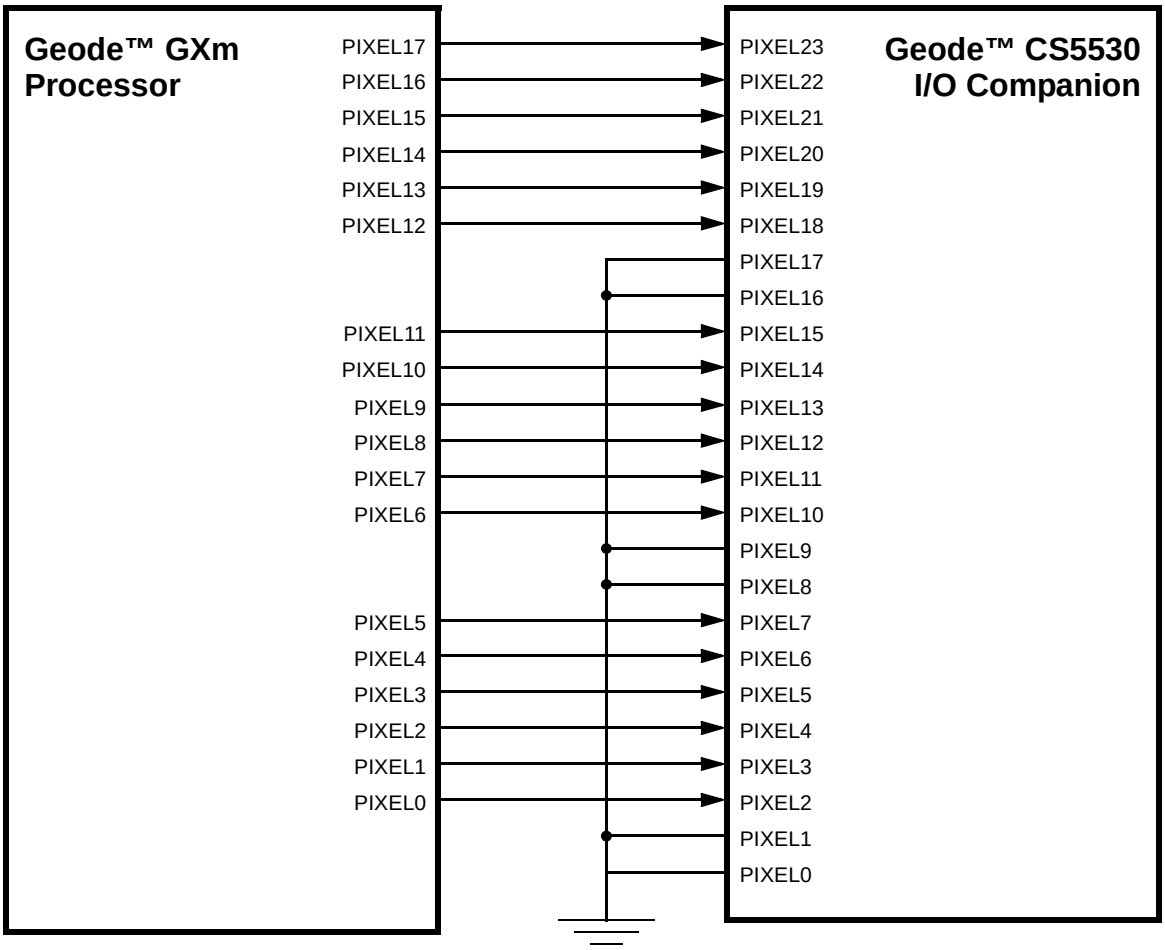

**Figure 2-5. PIXEL Signal Connections**
**Note:** Refer to Figure 2-5 for interconnection of these lines.